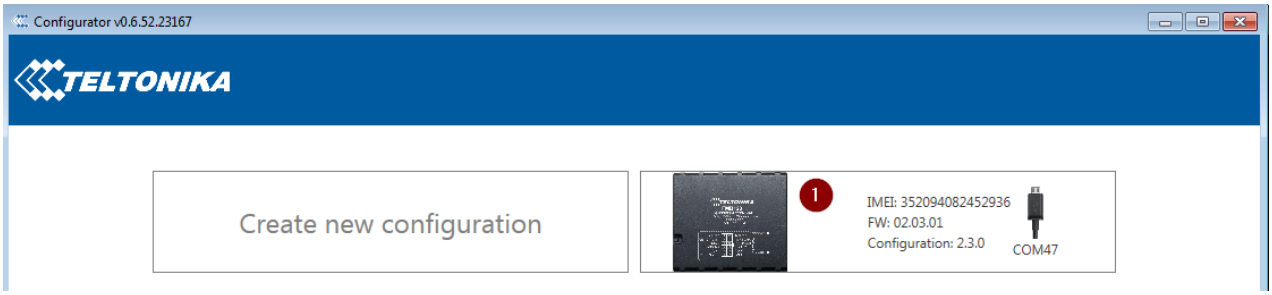

Figure 45 FMB1YX configurator connected devices window
- Launch **FMB Configurator** and connect to device as shown in **Figure 45** below**.**